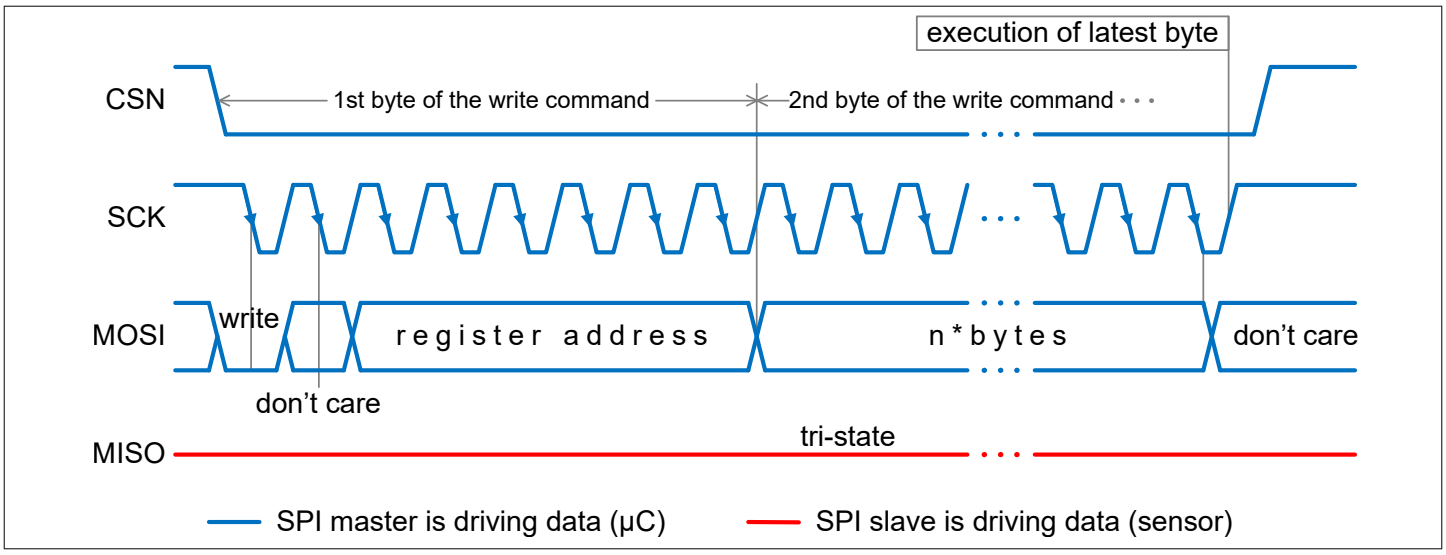

Figure 13 **Write frame format: Write data from microcontroller to sensor**
- The input data are executed in the sensor after each data byte, see Figure 13.
See Figure 13